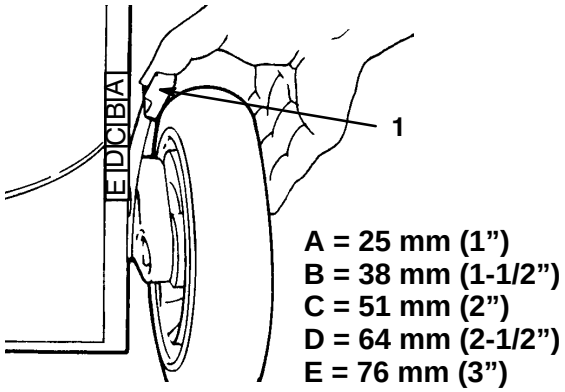

Abbildung 13
3. Den Schnitthöhenhebel des Rasenmähers zum Rad drücken und zum entsprechenden Buchstaben am Rasenmähergehäuse schieben (Abb. 13).